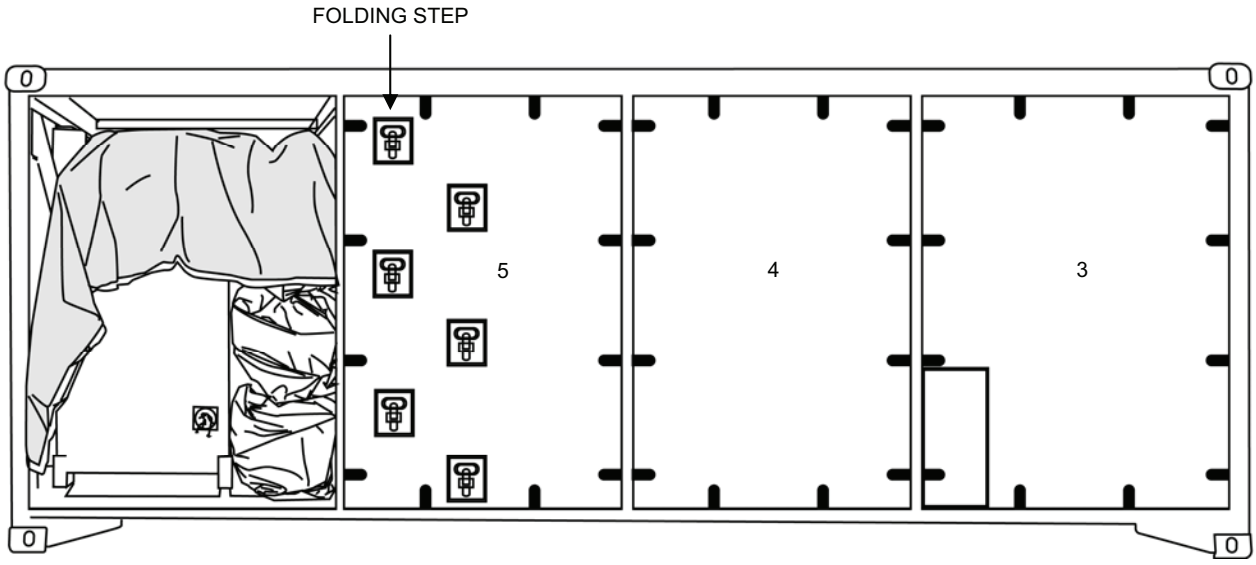

Figure 3. Flat Rack Rear Panels.
1. Unlatch and remove flat rack rear panels #3 and #4 (Figure 3).